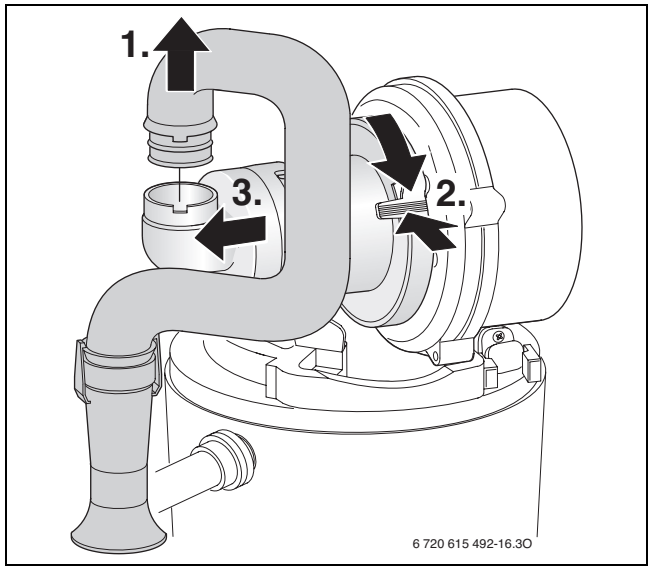

Bild 58 Saugrohr und Mischeinrichtung ausbauen
- ▶ Mischeinrichtung nach Bild 58 ausbauen.